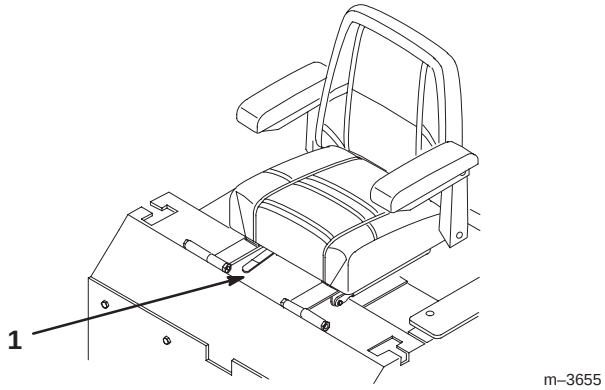

Figure 23
1. Poussez le levier de réglage sur le côté pour débloquer le siège (Fig. 23).